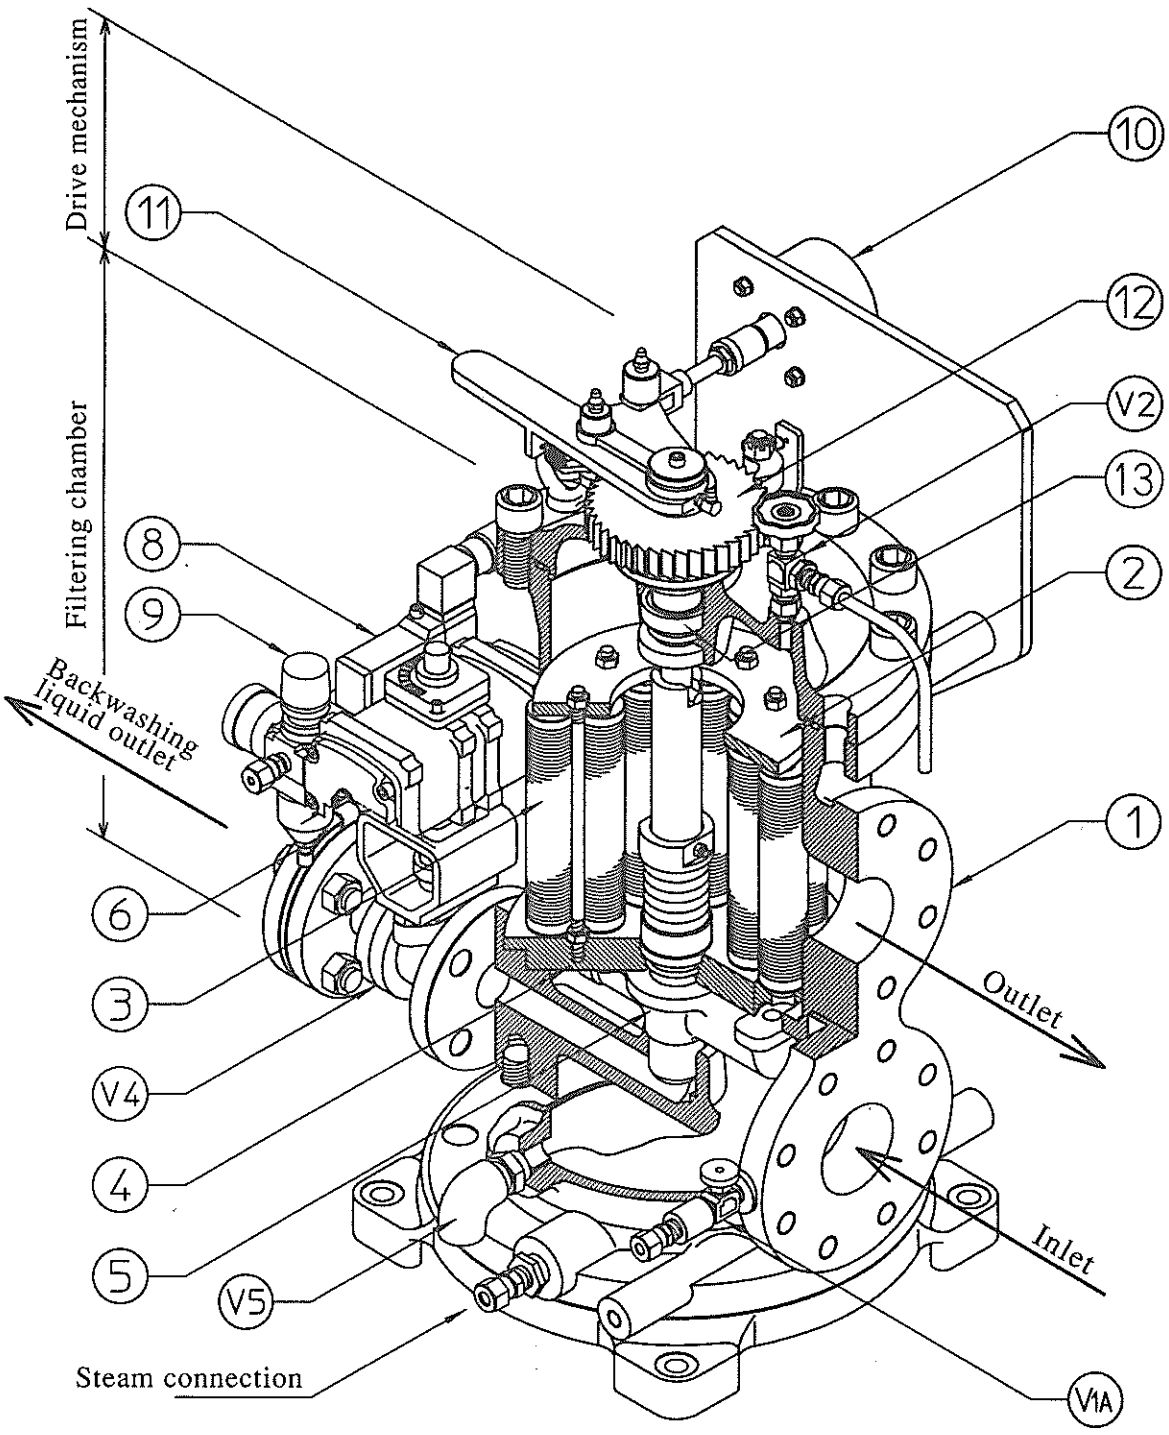

FIG. 1 MAJOR CONSTRUCTION
1.2 Major Construction and Description of Devices (Refer to Figure 1)
(2) Backwashing drive mechanism (Refer to FIG. 1)